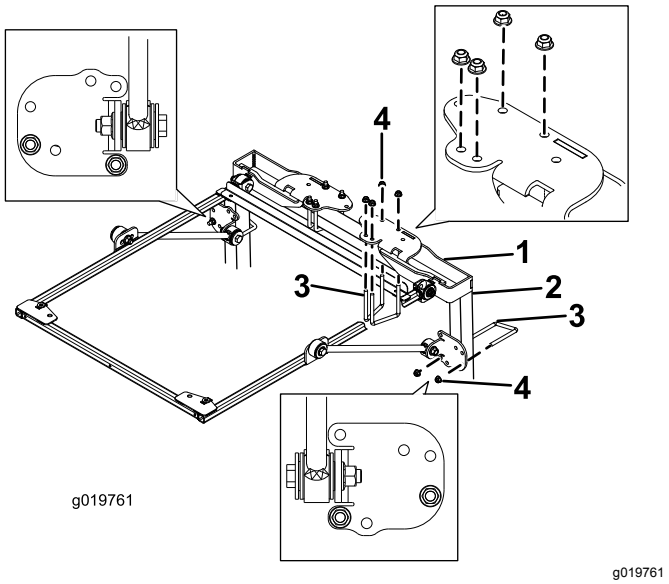

Figur 3
4. Plasser veltebeskyttelsens monteringsbraketter på toppen av trekkenhetens veltebøyle (Figur 3).
5. Bruk monteringshullene som vist i Figur 3, og monter hver av veltebeskyttelsens monteringsbraketter på toppen av veltebøylen med to U-bolter (4 tommer) og fire flensmuttere.
6. Bruk monteringshullene som vist i Figur 3, og fest hver avstiverbrakett løst til veltebøylestolpene med en U-bolt (4 tommer) og to flensmuttere.